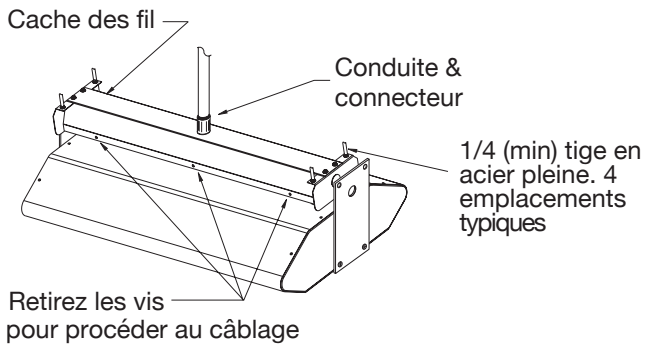

**Figure 5**
Référez-vous à la Figure 5 et procédez comme suit.
4. Retirez les vis (voir Figure 5) de la partie avant du cache des fils. Fiates tourner le cache vers l'arrière et retirez-le de la base du radiateur.